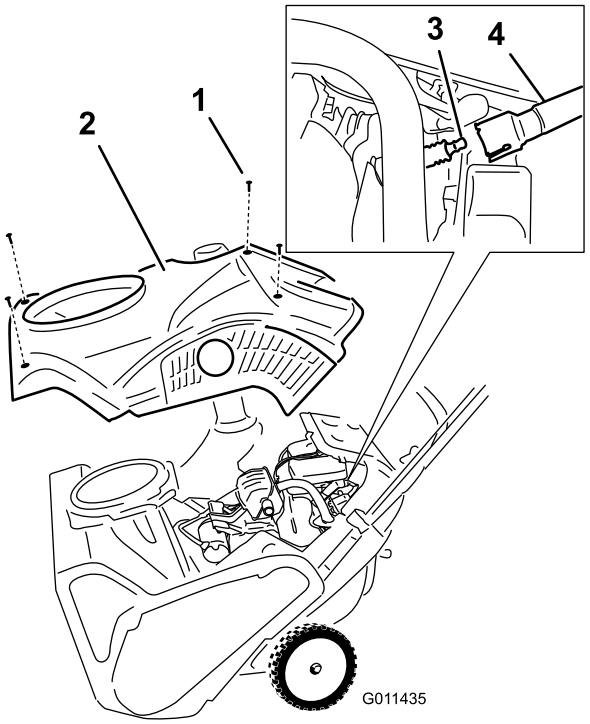

Figure 34
4. Enlevez les 4 vis de fixation du carénage (Figure 34).
1. Vis (4)
6. Enlevez le carénage (Figure 34).